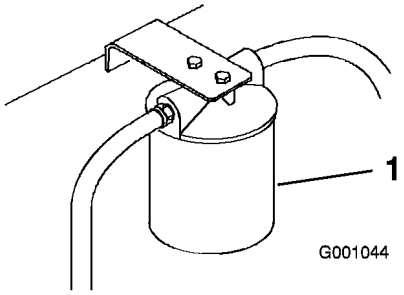

Figur 67
3. Plasser et tappefat under filteret, fjern det gamle filteret og tørk av filteradapterens pakningsflate (Figur 67).